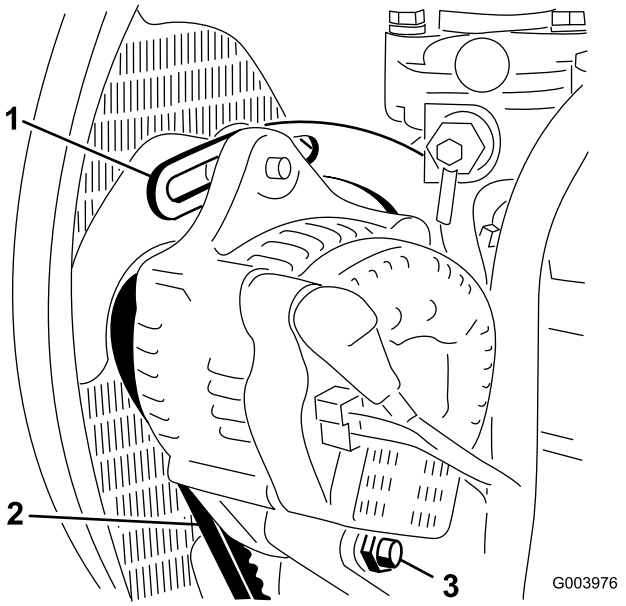

Figur 68
2. Kontroller generatorremmens tilspænding ved at trykke på den (Figur 68) midt mellem generatoren og krumtapakslen med en belastning på 10 kg.
3. Løsn den bolt, der fastholder afstiveren til motoren (Figur 68), den bolt, der fastholder generatoren til afstiveren, og drejebolten.